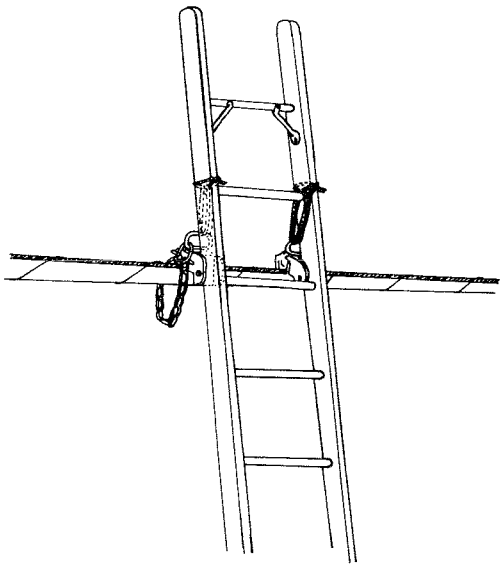

Fig. 18 — Ladder Attached to Strand with B Ladder Support Clamps
6.19 The clamp assemblies of the B Ladder Support may be used to attach an extension ladder to the strand. The large loop on the top edge of the clamp provides a means for lashing the ladder to the clamp with ½-inch manila rope. The rails of the ladder are placed in the channels of the clamps to hold the ladder away from the cable. Fig. 18 shows the method of using the clamp assemblies to attach an extension ladder to the strand.